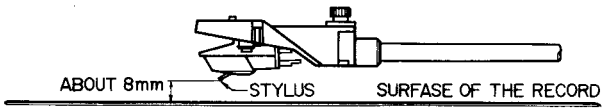
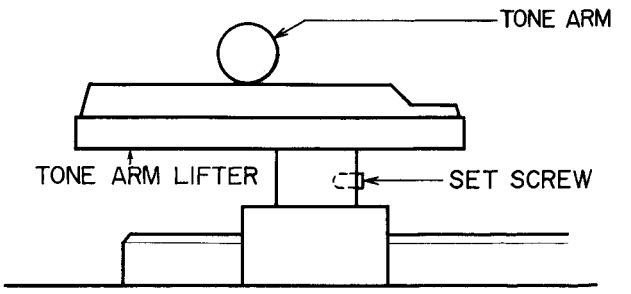

Fig. 2
Fig. 3
2) To bring the tip of the stylus to about 8 mm from the surface of the record (Fig. 2), adjust the height of the Tone Arm Lifter and tighten the set screw. (See Fig. 3)